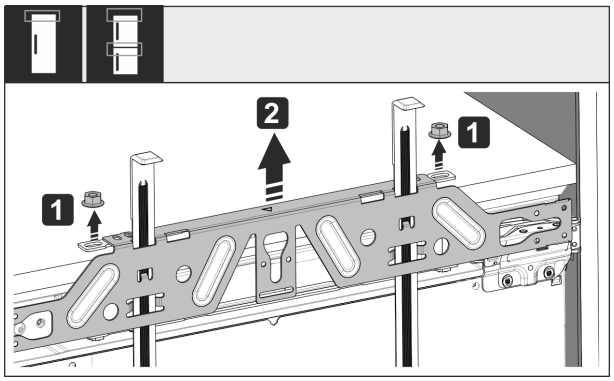

Fig. 55
▶ 松开锁紧螺母 *Fig. 55 (1)*。
▶ 取下安装横梁 *Fig. 55 (2)*。